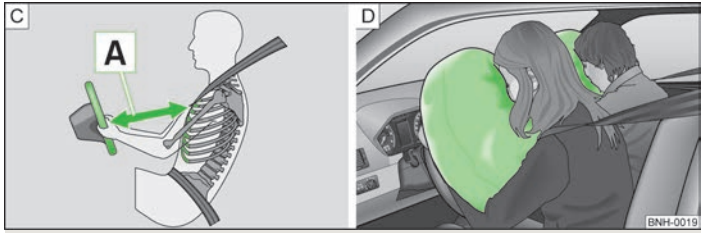

Fig. 84 **Safe distance to steering wheel/inflated airbags.**
If the airbags are deployed, the airbags are filled with a propellant gas and inflated in front of the driver and front passenger » Fig. 84 – D. The forward movement of the driver and of the front passenger is cushioned when they make contact with the fully inflated airbag and the risk of injury to head and chest is thus reduced.
- For the driver and front passenger, it is important to maintain a distance of at least 25 cm to the steering wheel or dashboard A » Fig. 84. Not maintaining this minimum distance will mean that the airbag system will not be able to properly protect you – hazard! The front seats must always also be correctly adjusted to match the body size of the occupant.